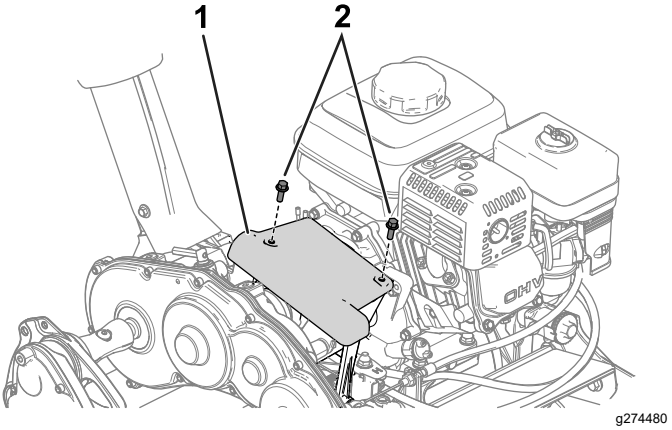

Figur 33
1. Få adgang til friktionsskiven og trykpladen ved at fjerne koblingens dæksel (Figur 33).